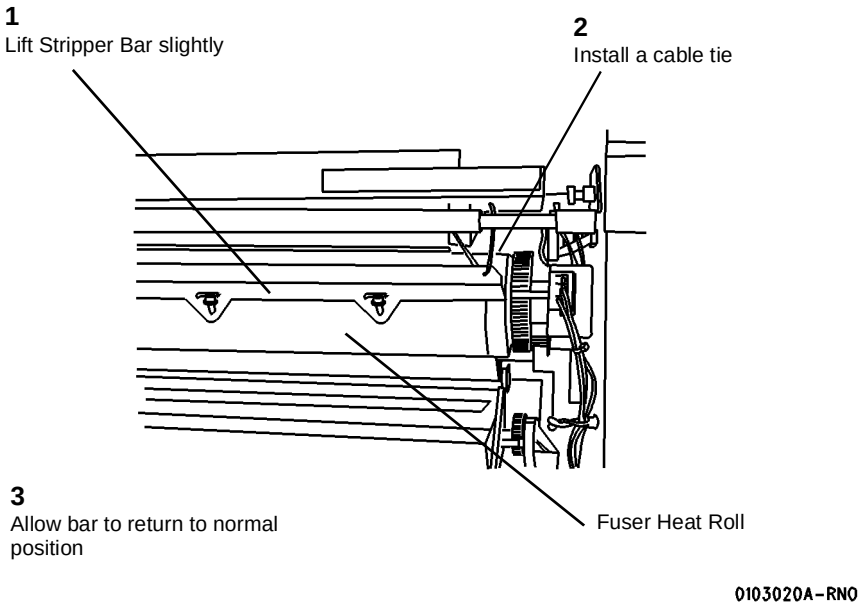

**Figure 4 Installing the Cable Tie**
19. ( Figure 4): Open the Media Transport Cover and secure the Stripper Finger Assembly with a cable tie.